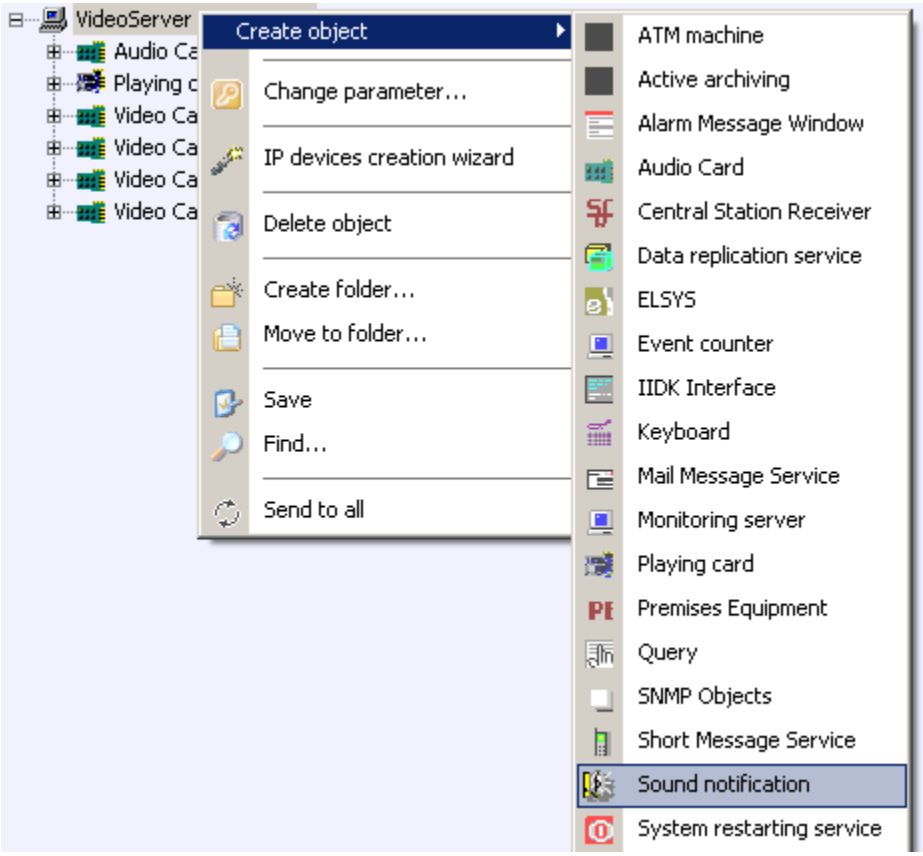

Figure 8.8-23. Creating the «Sound notification» object
1. Create «Sound notification» object on the basis of «Computer» object in «Hardware» tab of «System setting» dialog box (Figure 8.8-23).